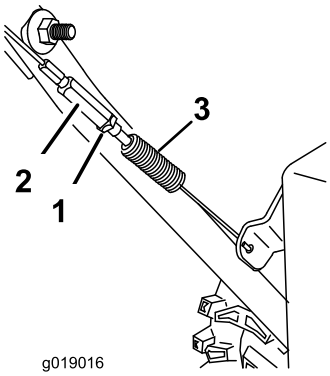

Figur 31
1. Løsn kontramøtrikken (Figur 31).
2. Løsn eller spænd spændemøtrikken for at justere stiften, indtil der er den rigtige afstand til rillens forkant (Figur 31).
3. Stram kontramøtrikken (Figur 31).